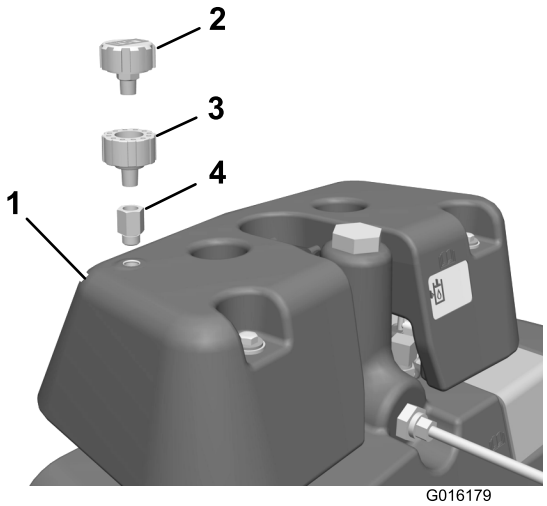

Figuur 9
34. Monteer de hydraulische fitting, de ontluchteradapter en de ontluchter op de lekdetectortank (zie Figuur 9).